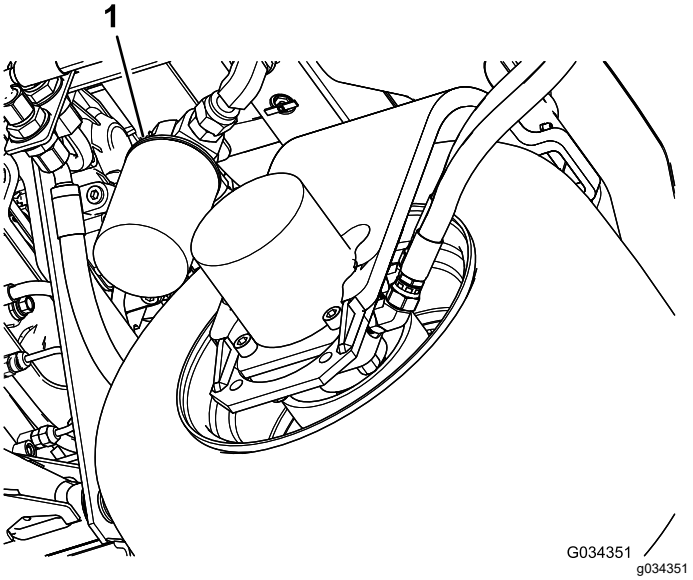

Figur 79
2. Rengör runt området där filtret ska monteras. Placera ett avtappningskärl under filtret (Figur 79) och avlägsna filtret.